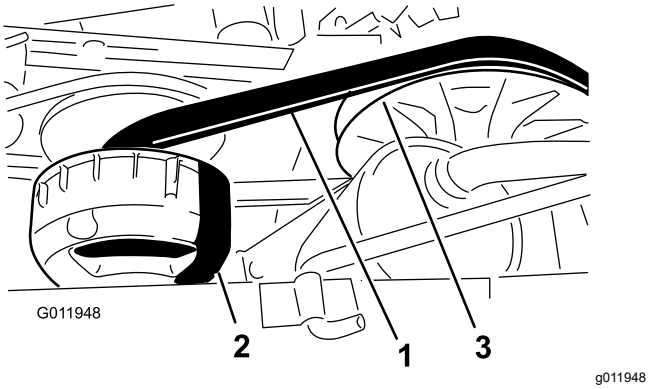

**Figura 70**
4. Haga girar la correa e inspecciónela (Figura 70) para asegurarse de que no está excesivamente desgastada o dañada.
3. Haga girar la correa y llévela sobre el embrague secundario (Figura 70).
4. Retire la correa del embrague primario (Figura 70).
5. Coloque la correa nueva sobre el embrague primario (Figura 70).
6. Haga girar la correa y llévela sobre el embrague secundario (Figura 70).